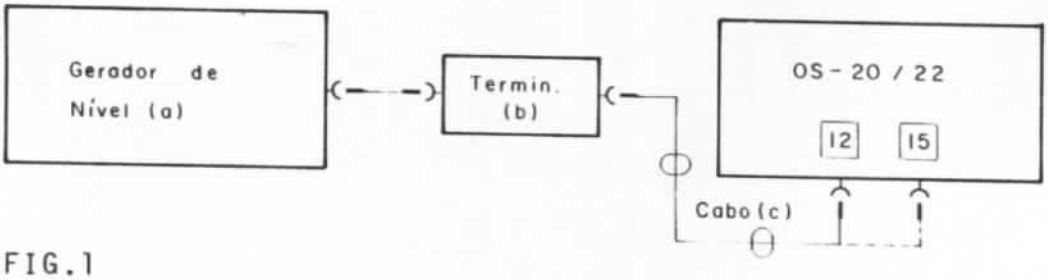

FIG.1
5.3.2 Ligue o gerador (a) à entrada do canal I ou II do osciloscópio, conector BNC [12] ou [15], conf. FIG. 1.
5.7.2 Ligue o gerador (a) ao conector de entrada do canal 2 [15] conforme fig. 1.
5.10.2 Coloque a chave seletora do canal 1 [10] em 5mV/div e ligue o gerador (a) à entrada [12] conf. fig. 1.